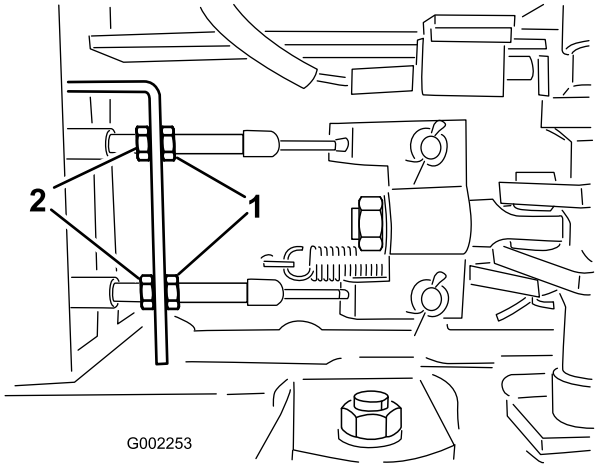

Figur 54
5. Lossa de främre muttrarna på bromskablarna under grässprutans framdel (Figur 54).
6. Dra åt de bakre muttrarna lika mycket tills bromspedalen rör sig 1–2 cm innan du känner något motstånd (Figur 54).